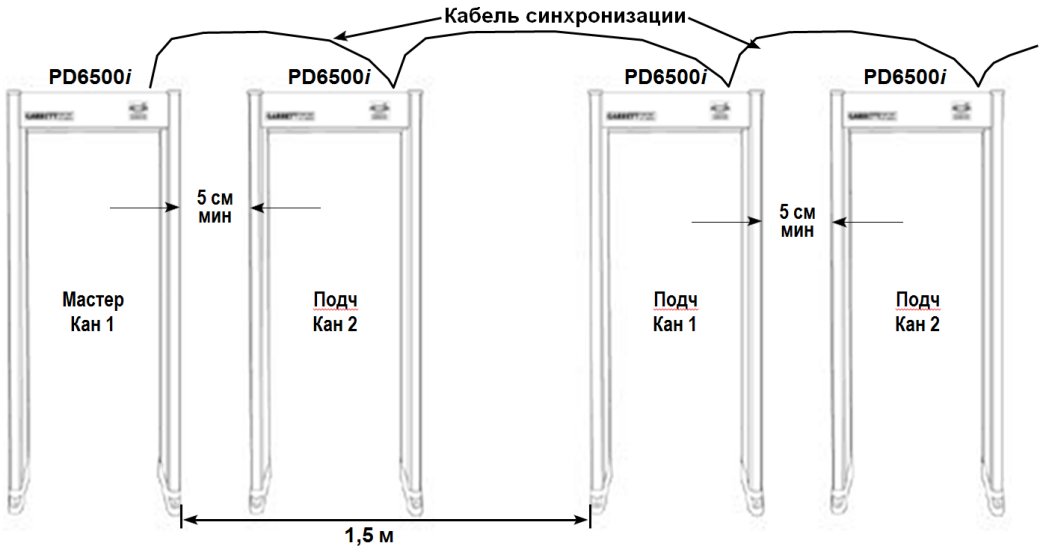

Рисунок 2- 8
- Все используемые металлодетекторы PD6500i (См. Рисунок 2- 8)